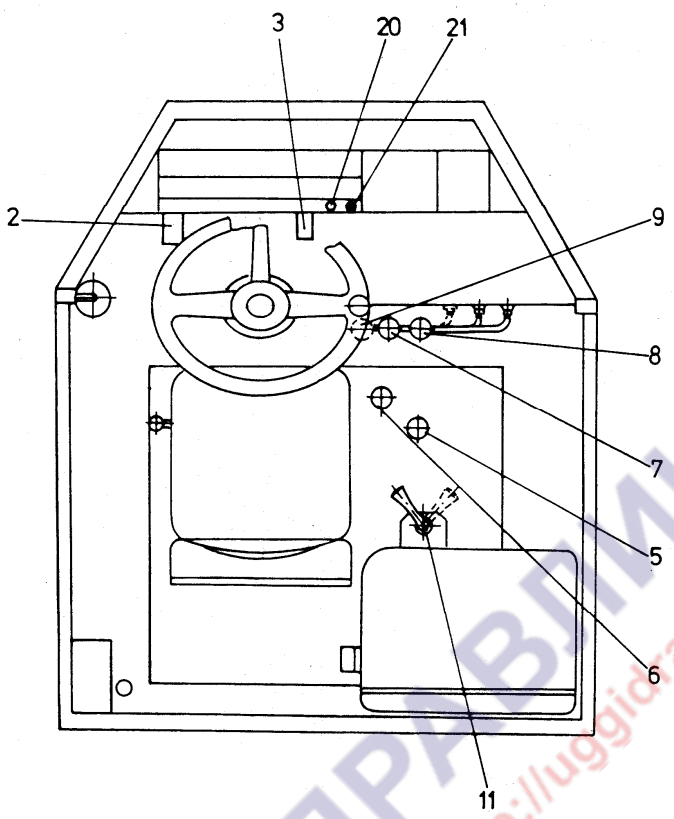

Рис. 4.15. Органы управления
4.12.2. ДВИЖЕНИЕ МАШИНЫ И ПЕРЕКЛЮЧЕНИЕ ПЕРЕДАЧ (РИС. 4.15.)
4.14. ОСТАНОВКА МАШИНЫ (РИС. 4.15)